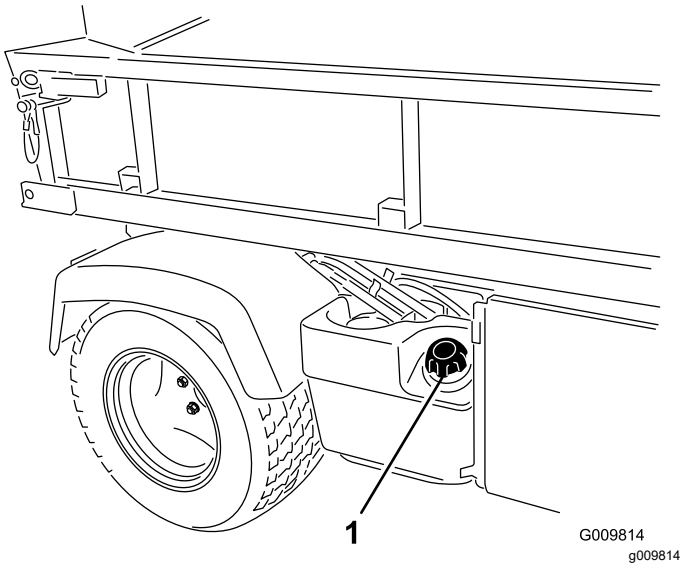

Figura 14
2. Retire el tapón del depósito de combustible (Figura 14).